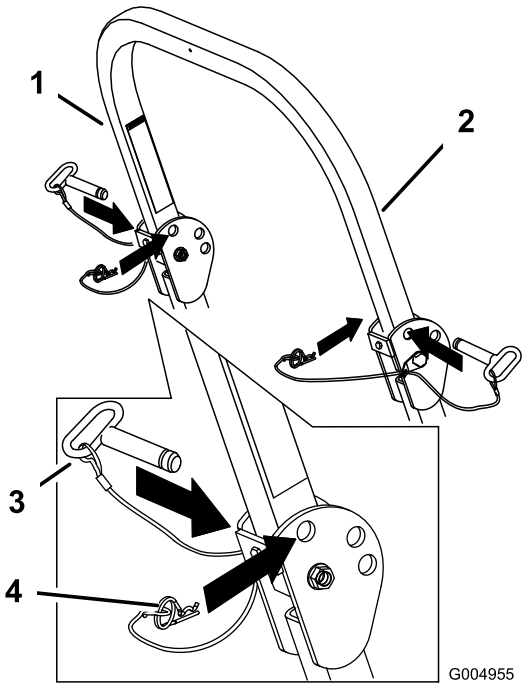

Figur 7
1. Fjern splitterne, og afmonter de to pinde (Figur 7).
3. Monter de to pinde, og fastgør dem med splitterne (Figur 7).
4. Fjern splitterne og de to pinde for at hæve styrtbøjlen (Figur 7).
5. Hæv styrtbøjlen til oprejst position, og monter de to pinde, og fastgør dem med splitterne (Figur 7).